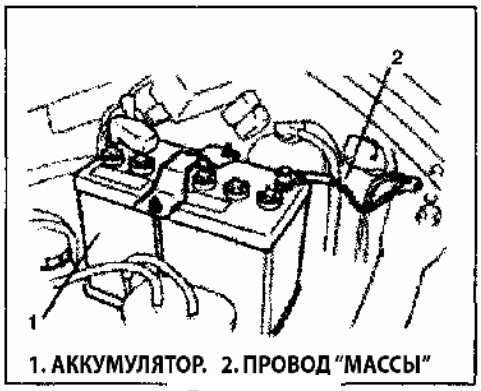

Рис. 180
1) Отсоедините минусовую клемму от аккумулятора (Рис. 180).